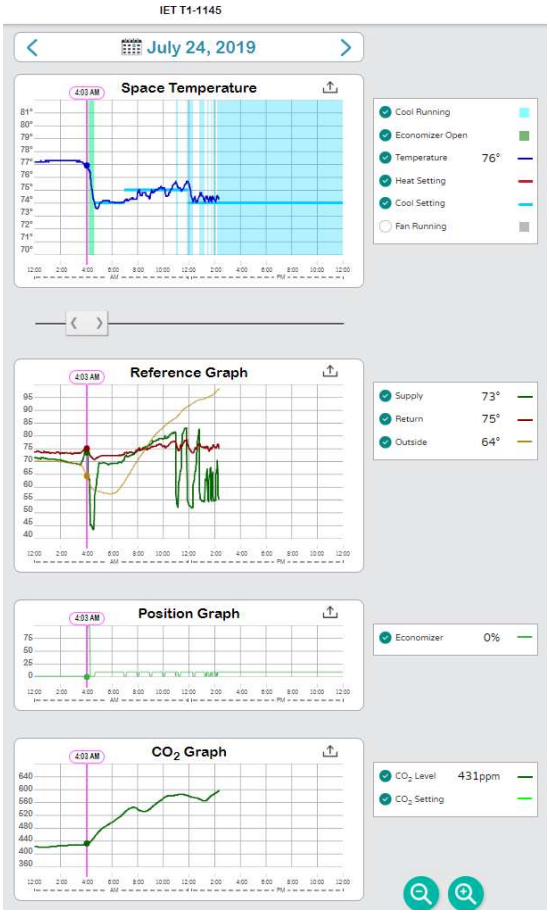

Figure 9: SWARM History Graphs
- View the "History Graphs" from the Thermostat Dashboard (see Figure 9).